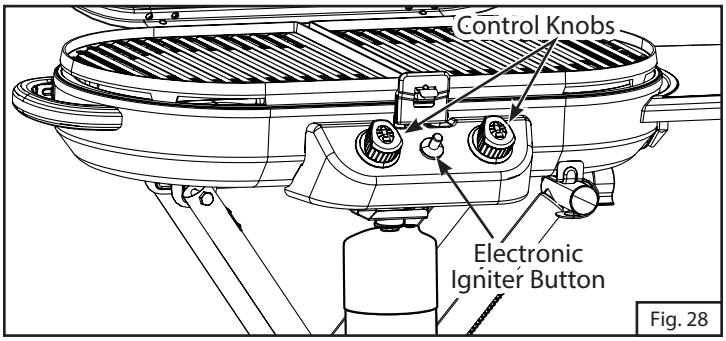

Fig. 28
1. Push and turn control knob 90 degrees counterclockwise to open then push igniter button repeatedly until burner lights. (Fig. 28)